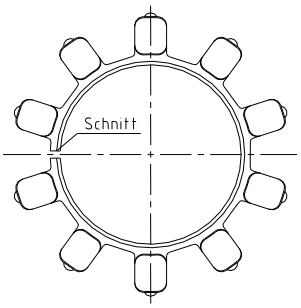

Bild 22: Montagehilfe des Elastomerringes bis Größe 65
**Zur leichteren Montage des Elastomerringes, wenn die Aggregate bereits fest montiert sind, empfehlen wir, den Elastomerring bis Größe 65 an einer Stelle zwischen den Dämpfern durchzutrennen (siehe Bild 22).**